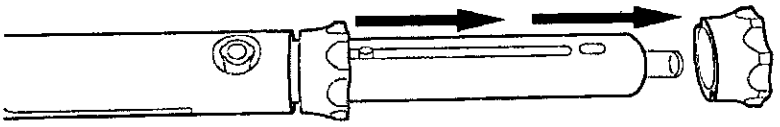

Figura 19. Retirada del mecanismo de bloqueo posterior
4. Gire el anillo de clampado en el sentido de las agujas del reloj hasta que la ranura esté alineada con la lengüeta del engranaje helicoidal. Retire el mecanismo de bloqueo posterior deslizándolo fuera del engranaje helicoidal (Figura 19).